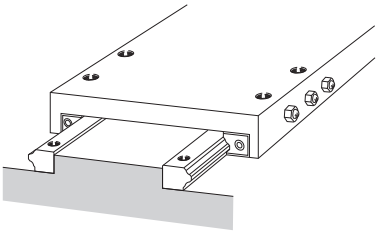

Fig.23
a. It is preferable to use three clearance adjustment bolts for each LM block as shown in Fig.23.